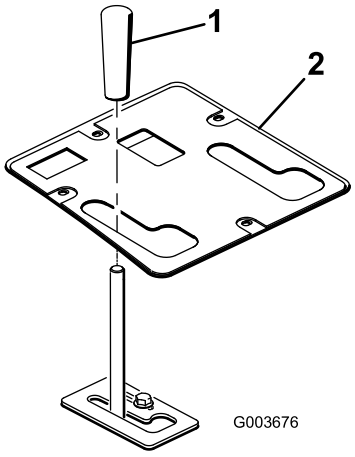

Bild 27
11. Befestigen Sie das Bedienfeld mit den zuvor entfernten Befestigungen (Bild 27).
12. Montieren Sie das Handrad am Hubhebel (Bild 27).